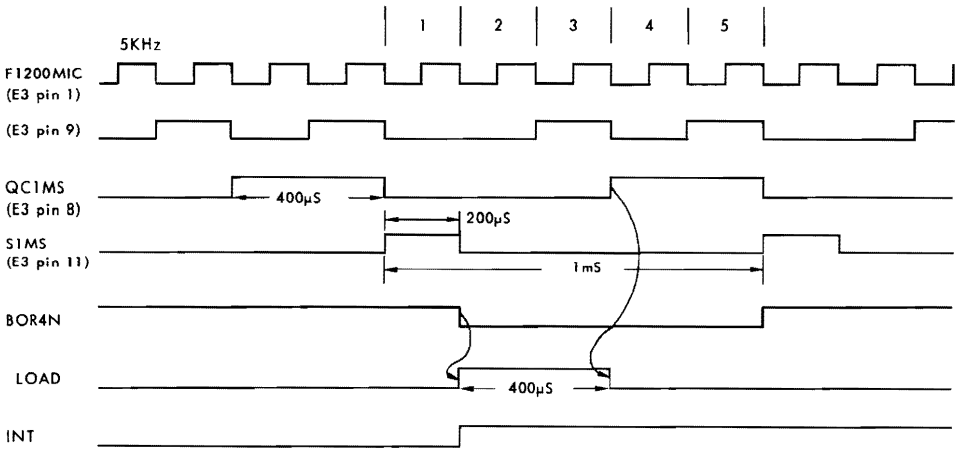

Figure 6-2 Oscillator Divider, Pulse Counter, and Load Circuit — Waveforms
The oscillator is enabled when the OSC link is set to its ON position, which removes the connection to 0V. The 10MHz output of the crystal-controlled oscillator (Q1, L3, X1) is divided by 10000 (divider chain K3, H3, G3, F3, E3) to provide two 1kHz asymmetric outputs S1MS and QC1MS. The front stages of the divider are conventional bistable/decade counters providing a 5kHz square wave output from F3. Internal gating between pins 8, 9, and 11 of the E3 divide-by-five stage results in asymmetric outputs S1MS and QC1MS, both giving pulses at 1mS intervals as shown in Figure 6-2.
6.35 The counter is decremented by 200μS wide pulses at 1mS intervals, viz. output S1MS from the oscillator divider chain (refer to Figure 6-2). On reaching a count of zero, the counter output (BOR4N) sets the 'load' flip-flop (P1). Outputs FLOAD/FLOADN trigger the 'interrupt' circuit and reload the counter from the buffer. 400μS later, the 'load' flip-flop is reset by the QC1MS output of the divider, which gives 400μS wide pulses at 1mS intervals. The flip-flop is also reset by FFZON, which is produced by CIO HALT command or CLEARN signal.